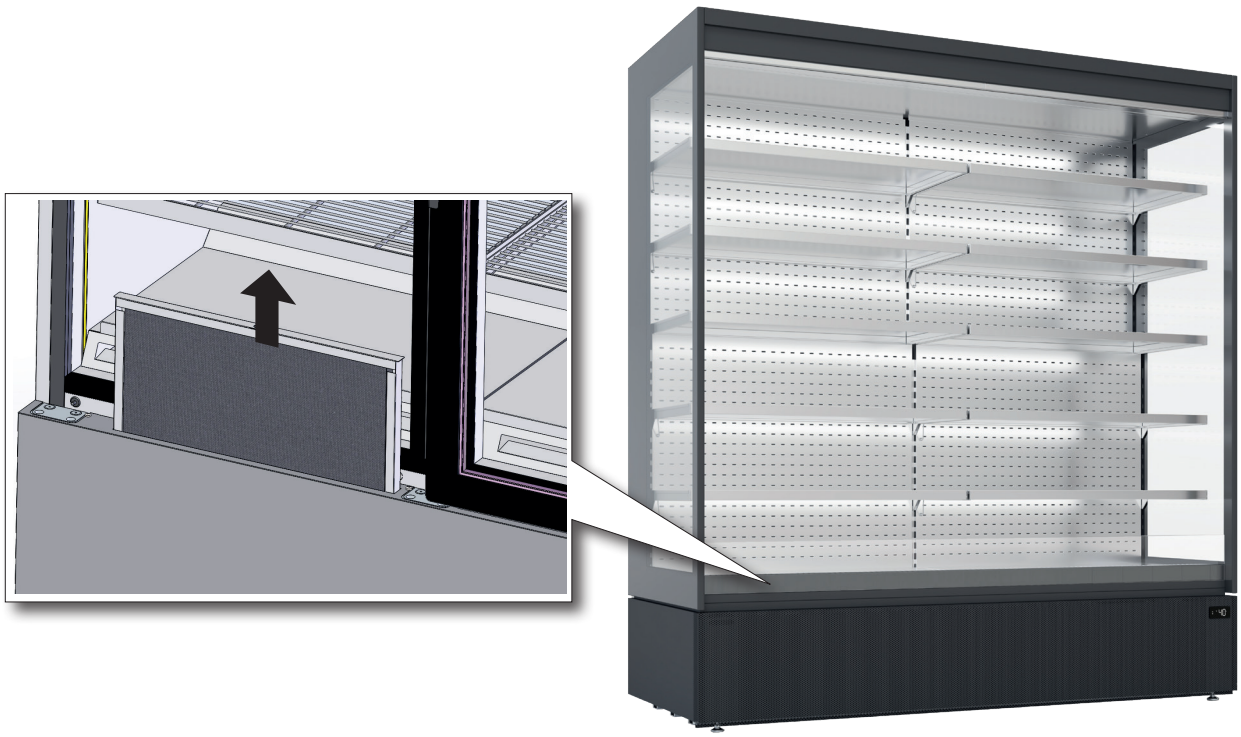

fig. 13
- Estrarre il filtro come illustrato in fig.13 e pulirlo accuratamente con un soffio d'aria compressa.